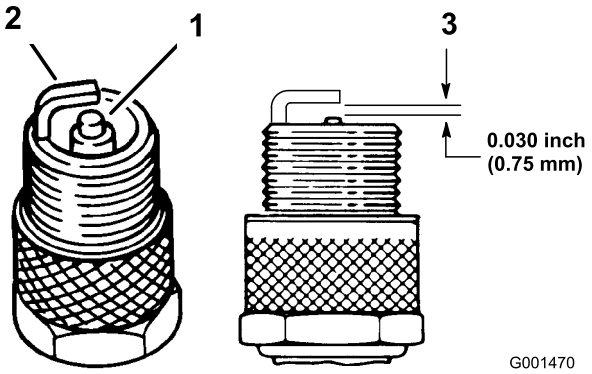

Figur 33
4. Kontroller tilstanden til elektroden på siden, elektroden i midten og elektrodeisolatoren i midten for å sikre det ikke er skader (Figur 33).
5. Still inn luftgapet mellom midten og siden på elektrodene til 0,762 mm (Figur 33).